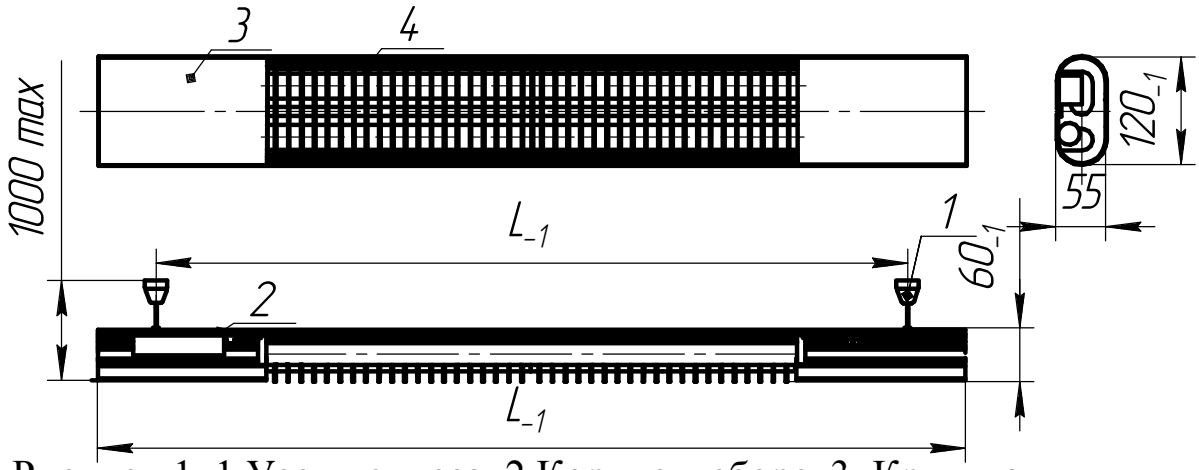

Рисунок 1. 1.Узел подвеса, 2.Корпус в сборе, 3. Крышка, 4 Решётка или рассеиватель.
4.2 Светильники в соответствии с Рис.1 состоят из корпуса поз.2, в котором размещена электрическая схема, двух крышек поз.3.